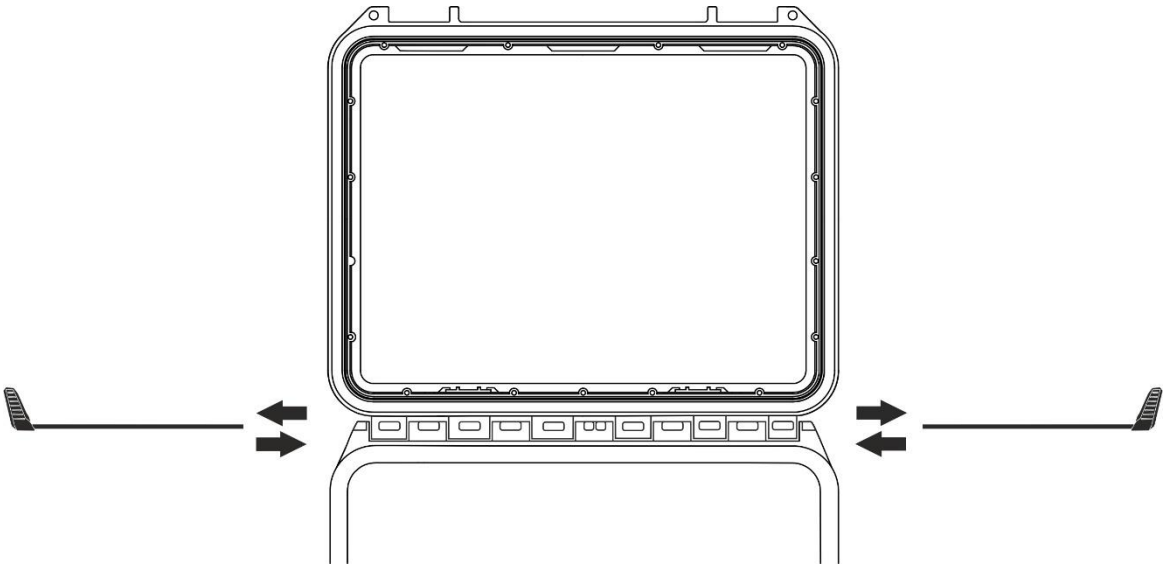

Fig. 6: Retirada de la tapa de la maleta del instrumento – Paso 2
2. Retire los dos pernos de fijación deslizándolos hacia afuera como se indica en la Fig. 6